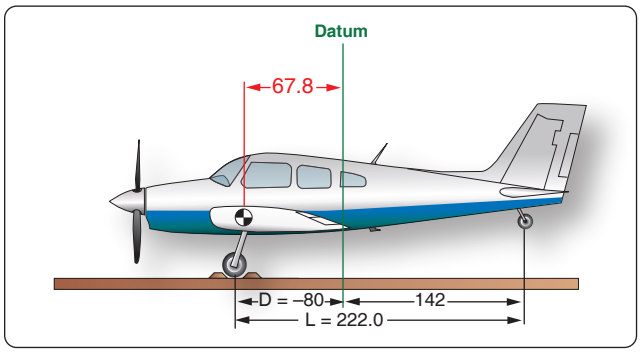

Figure 6-32. *The datum is aft of the main wheels, at the intersection of the wing trailing edge and the fuselage.*
The datum of the airplane in *Figure 6-32* is located at the intersection of the wing root trailing edge and the fuselage. This places the arm of the main gear (D) at –80". The net weight of the tail wheel (R) is 67 lb, the distance between the main wheels and the tail wheel (L) is 222", and the total net weight (W) of the airplane is 1,218 lb.